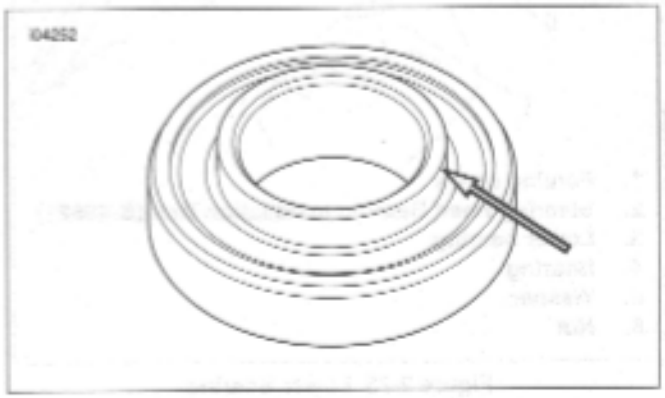

Figure 2-72. Steering Head Bearing Lip
a. See Figure 2-72. Place the upper bearing squarely in the steering stem bore with the inner race lip pointing away from the steering head.